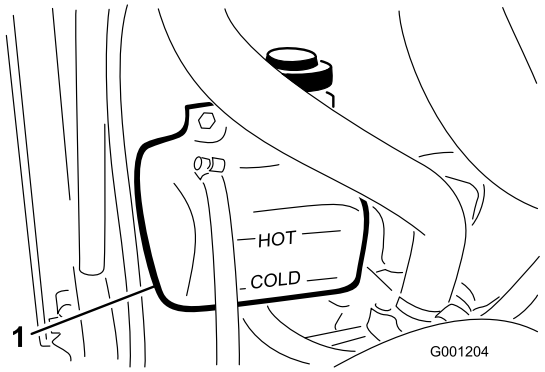

Figur 24
1. Kontrollera kylvätskenivån i expansionstanken (Figur 24).